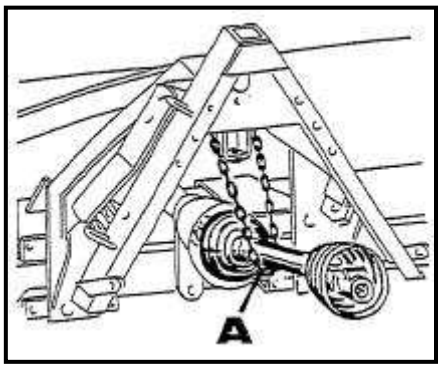

Abbildung 28
- Gelenkwelle vom Traktor abziehen und in die vorgesehene Kette einlegen (Abb. 28, Pos. A
- Gelenkwelle vom Traktor abziehen und in die dafür vorgesehene Kette einlegen (Abb. 28, Pos. A).